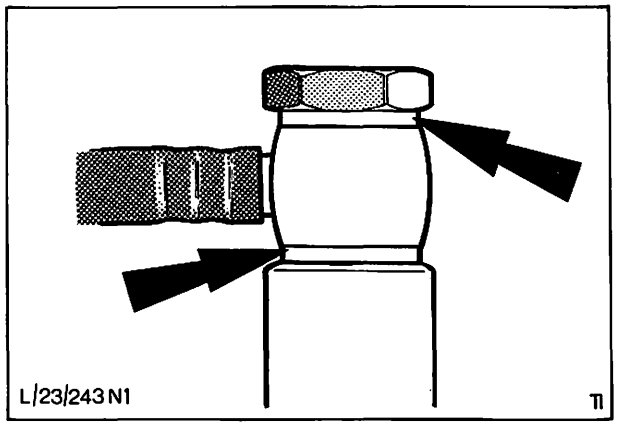

Abb. 83 Lage der Kupfer-Beilagscheiben an den Kraftstoffleitungen
9. Kraftstoffleitung anbauen, Abb. 83.